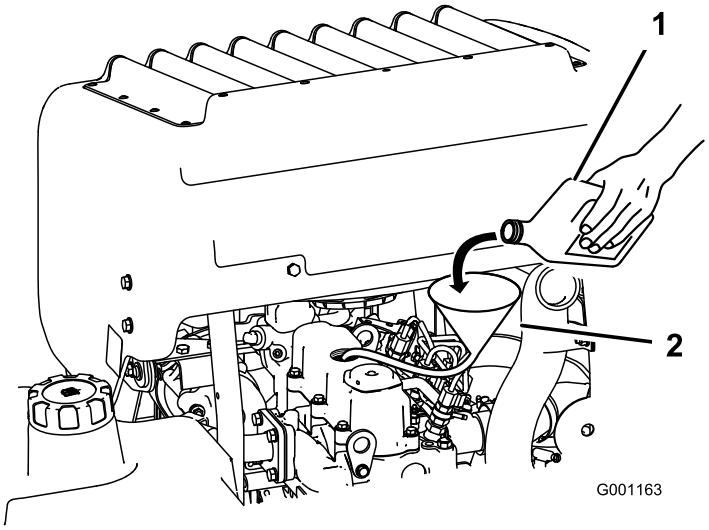

Figur 50
3. Använd en slang och en tratt för att fylla på olja i motorn (Figur 50).